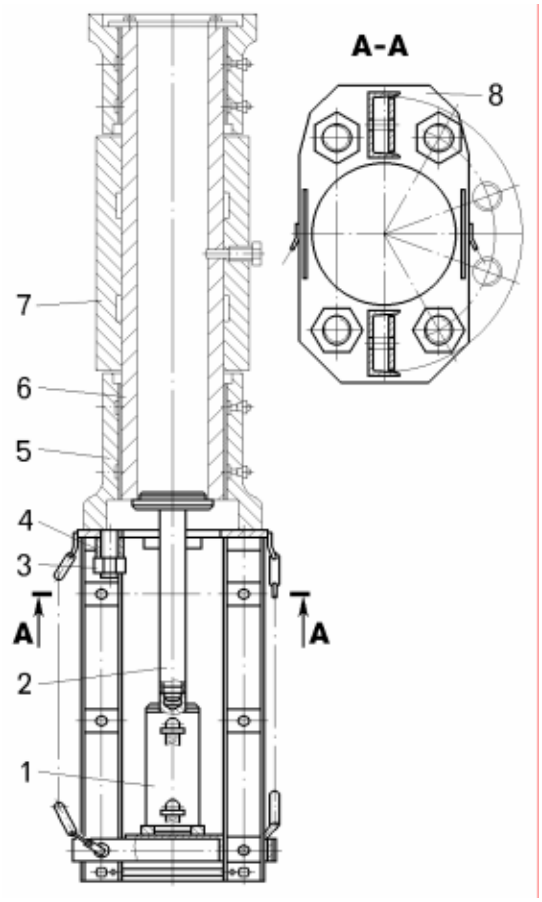

Рисунок 8.2.4 – Приспособление для выпрессовки шкворня:
– выпрессовать шкворень 17 при помощи специального приспособления (рисунок 8.2.4);